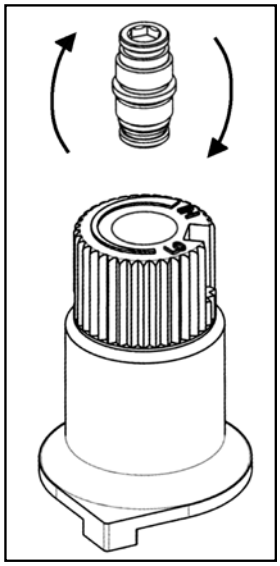

**Figure 13: Flip valve screw.**
d) Flip the screw (refer to Figure 13).